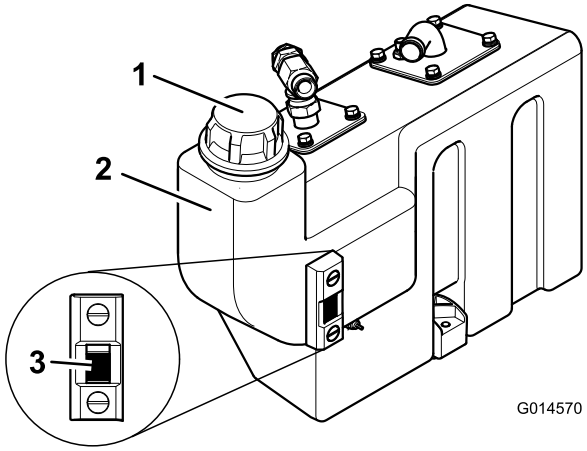

Figuur 29
3. Als u de hydraulische olie moet bijvullen, maak dan schoon rond de dop van de hydraulische tank (Figuur 29). Verwijder de dop van de tank.